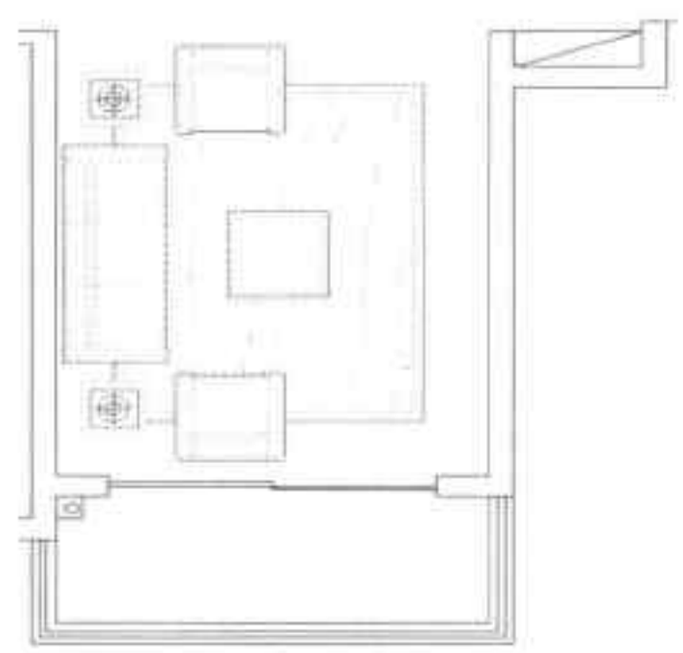

图19-25 插入沙发图形
Step 10 选择家具图块中的沙发图形，在绘图区中指定插入点，完成插入操作，如图19-25所示。